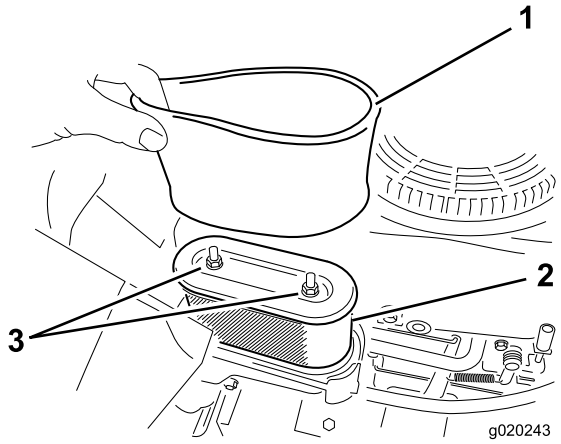

Figur 33
5. Tag forsigtigt skum- og papirfilterindsatserne ud af luftfilterhuset (Figur 33).
1. Monter skumfilteret over på papirindsatsen (Figur 33).